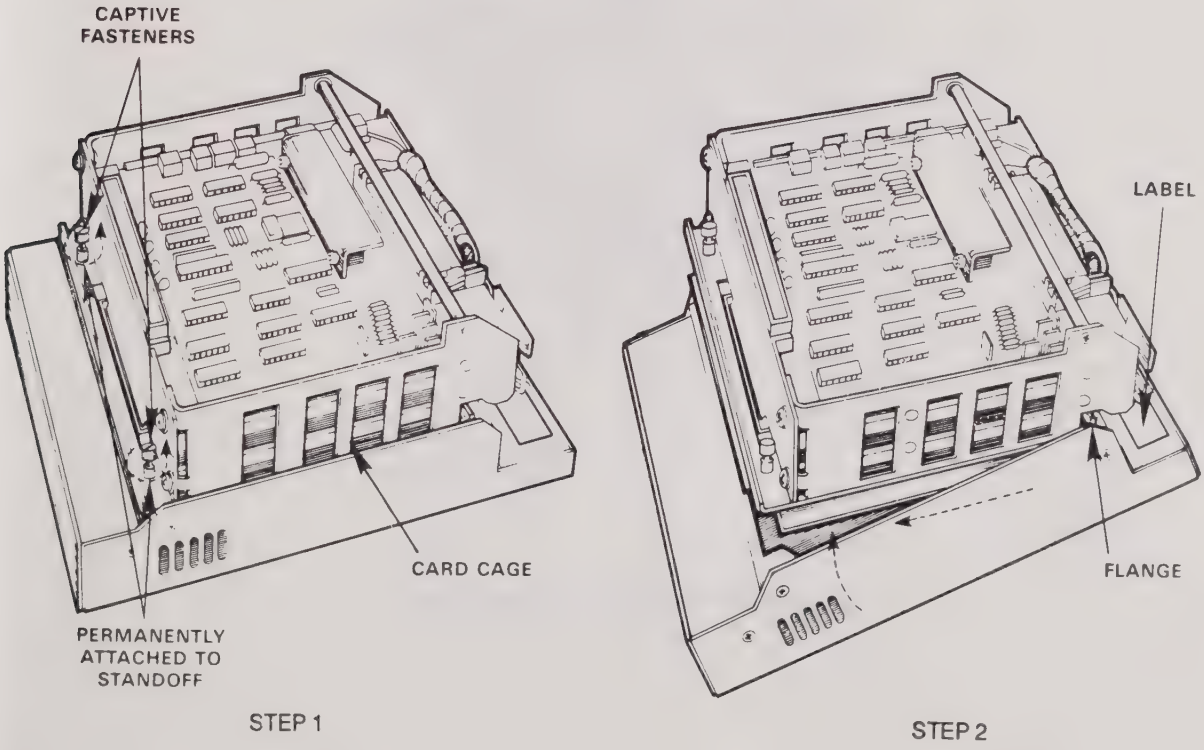

Figure 1. UniPak 2/2B Disassembly (UniPak 2 shown)
3. Using the medium size slot-head screwdriver, unscrew the captive fasteners (figure 1, step 1) until they hang loosely; the fasteners will not separate from their standoffs.
4. Lift the card cage up slightly, then pull out (as shown in figure 1, step 2) to unlock the flanges.
Reassembly of the UniPak 2/2B is performed by reversing the disassembly procedures. Follow the steps listed below and refer to figures 1 through 3 on the previous pages.